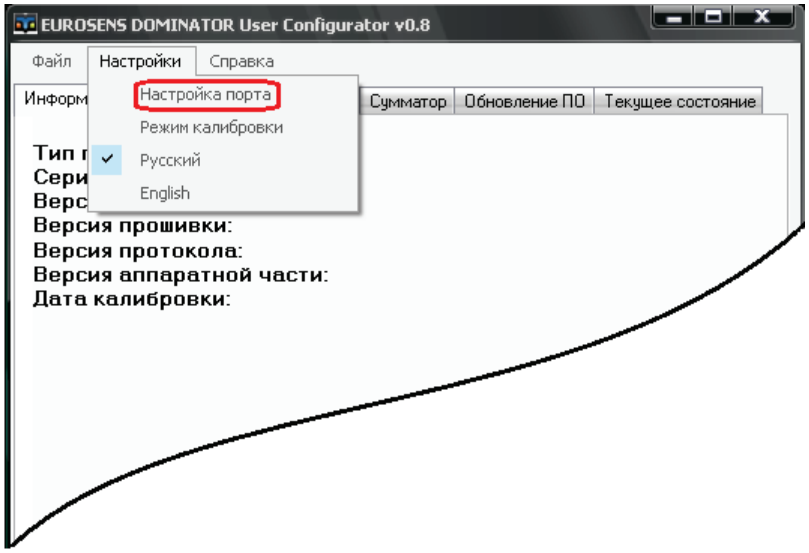

Рис.19
3) выбрать в меню **"Настройки"** пункт **"Настройка порта"** (рис.19):